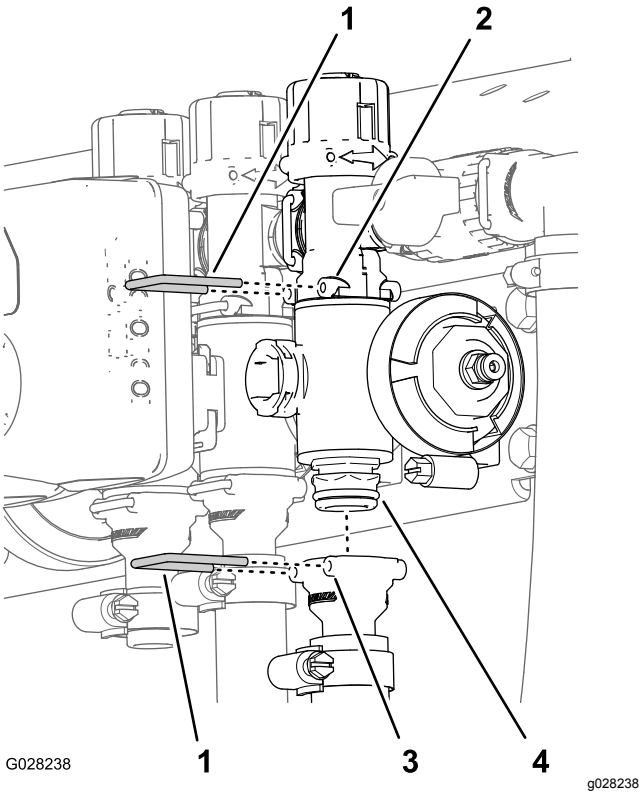

**Figur 95**
2. Fjern holderne som fester utgangsnippelen til seksjonsventilmanifoldet og ventilmanifoldet til omløpskoblingen (Figur 95).